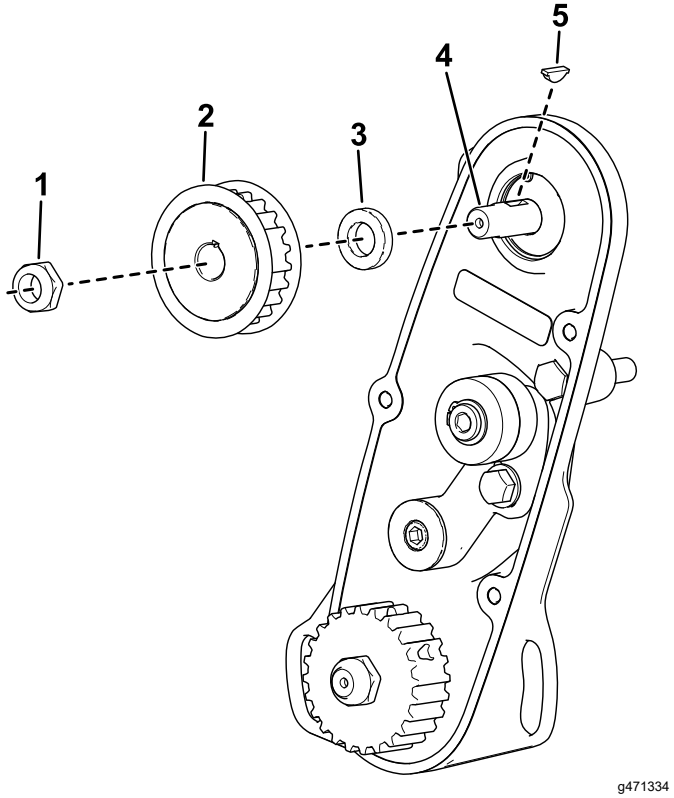

Rysunek 6
B. Zamontuj podkładkę dystansową (Rysunek 6).
C. Zamontuj wpust w szczelinie wału (Rysunek 6).
D. Zamontuj koło pasowe (Rysunek 6).
E. Za pomocą nakrętki zamocuj nowy wał napędowy wrzeciona do zespołu (Rysunek 6).